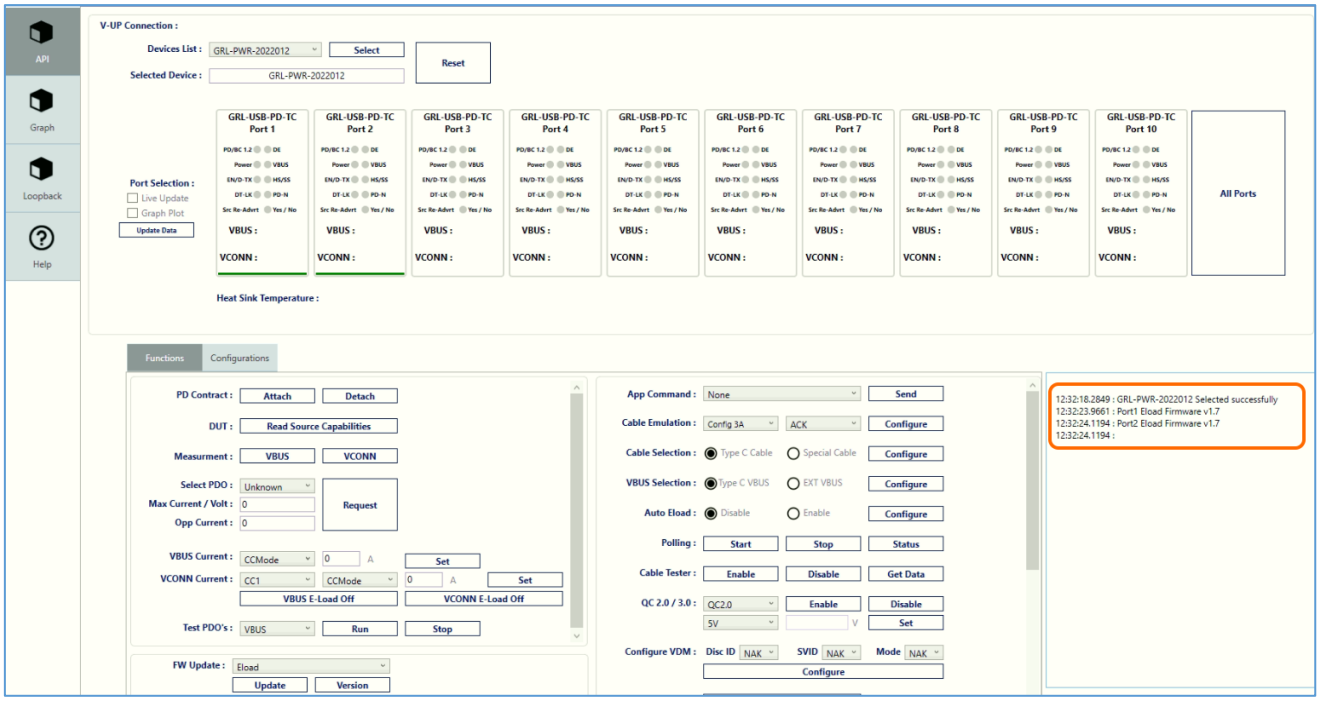

Figure 33. Display of Latest Firmware Version of E-Load
10. The latest firmware version number will be displayed in the API activity log panel on the right of the screen as shown in Figure 33 below.